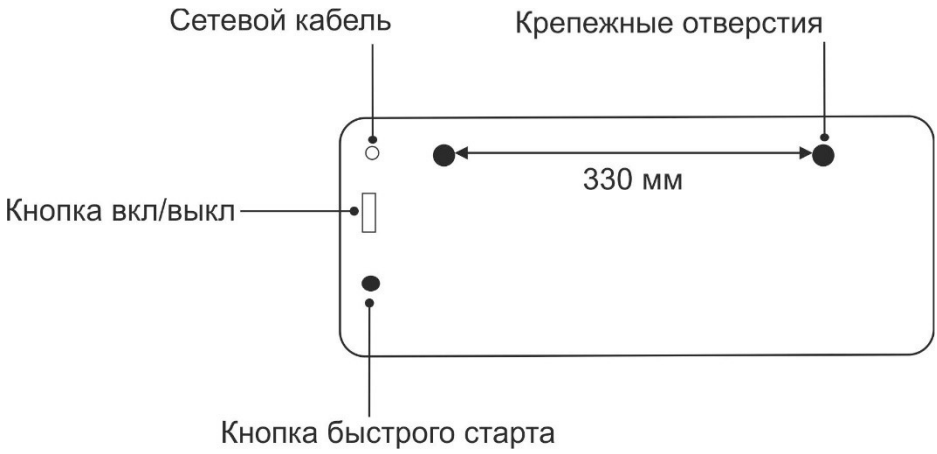

Рис. 4. Схема прибора (вид сзади)
3. Переведите кнопку включения/выключения (Рис.4) на задней поверхности в положение I. Будет слышен звуковой сигнал.
9. При длительном неиспользовании прибора переведите кнопку включения/выключения на задней поверхности прибора (рис. 4) в положение 0 и выньте штекер шнура питания из розетки.
1. Для включения прибора нажмите на кнопку быстрого старта на задней поверхности прибора, расположенную под кнопкой включения/выключения (Рис.4).
4. При длительном неиспользовании прибора переведите кнопку включения/выключения на задней поверхности прибора (рис. 4) в положение 0 и выньте штекер шнура питания из розетки.